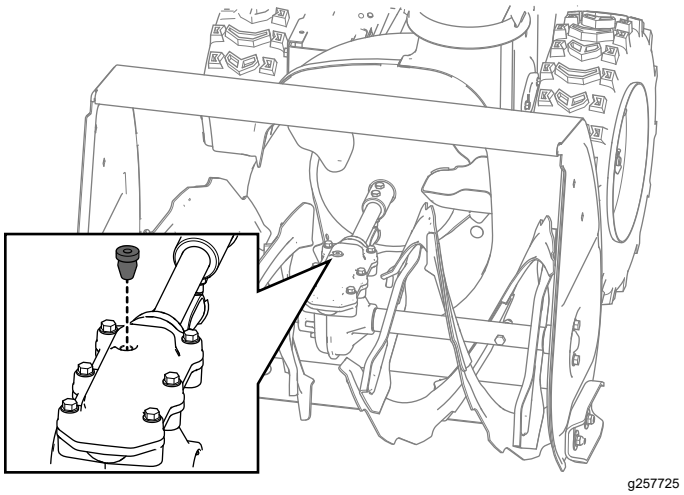

Rysunek 28
2. Wyczyść obszar wokół zatyczki rury i wyjmij zatyczkę z przekładni (Rysunek 28).